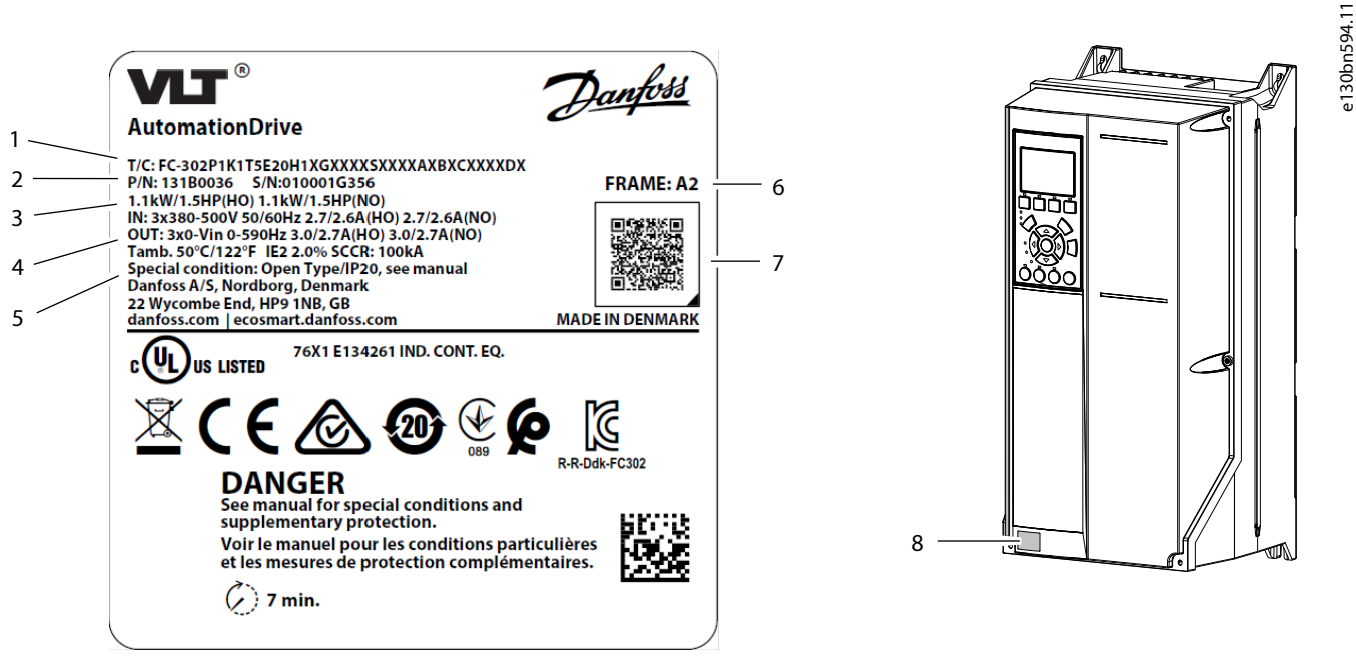

Figure 1: **Example of a Product Label**
1. Identify the enclosure size. See Figure 1.